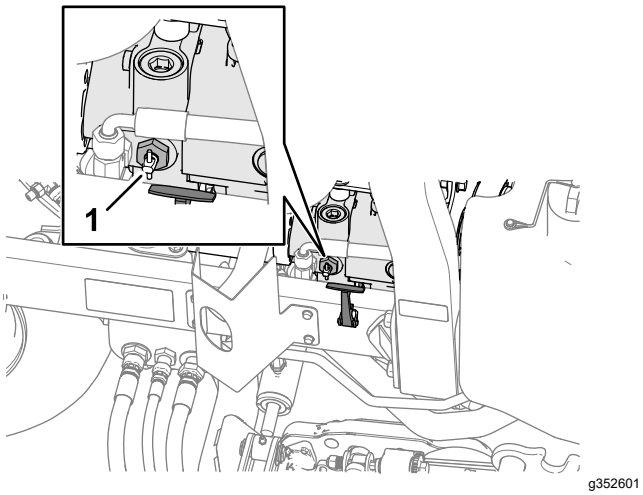

**Figur 51**
2. Vrid förbikopplingsventilens handtag på pumpen (Figur 51), som sitter nära den högra motorhuvsspärren, i 90°.